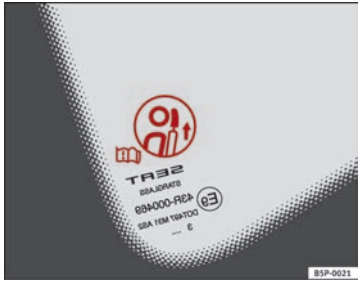

Fig. 6 Head restraint position warning label ▶
- **Under no circumstances should the rear passengers travel while the head restraints are in the non-use position. See the warning label located on the rear side fixed window ⇒ fig. 6.**